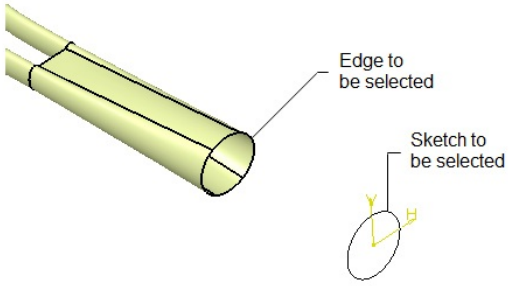

Figure 10-88 *The edge and the sketch to be selected for creating the blended surface*
5. Select the elliptical edge, as shown in Figure 10-88.
6. Next, select the sketch of the blended section from the geometry area, refer to Figure 10-88.